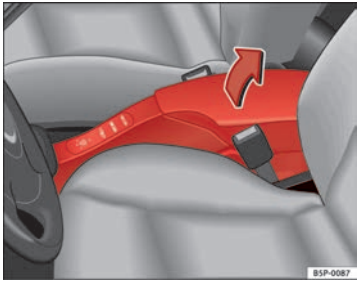

Fig. 102 Front armrest with storage compartment
– To open the storage compartment, lift the armrest up in the direction of the arrow ⇒ Fig. 102 and then lift the cover.